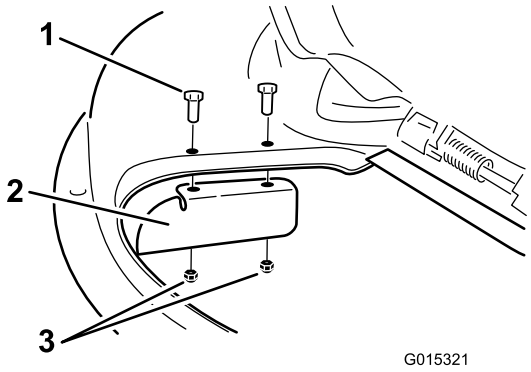

**Figur 33**
9. Monter en kantskjerm på klippeenheten Figur 33. Bruk de to låsemutrene (5/16 tomme) til å feste skjermen til gressklipperen.
3. Fjern kantskjermen fra klippeenheten (Figur 33).